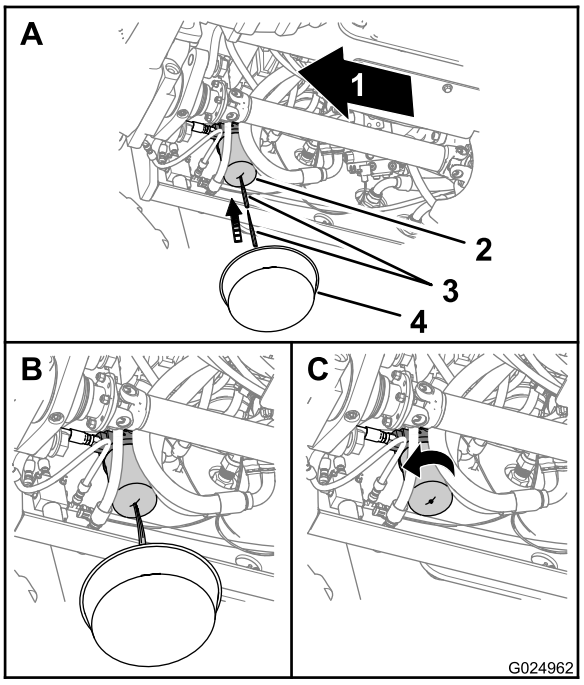

Рисунок 96
1. Подставьте сливной поддон под фильтр масла трансмиссии (Рисунок 96).
2. Проткните нижнюю часть фильтра трансмиссии и дайте остаткам гидравлической жидкости стечь в сливной поддон (Рисунок 96).
3. Снимите фильтр трансмиссии с помощью фильтрового ключа и удалите фильтр в отходы (Рисунок 96).
6. Установите и заверните новый фильтр от руки, доверните еще на 1/2-3/4 оборота после его контакта с головкой фильтра (Рисунок 96).